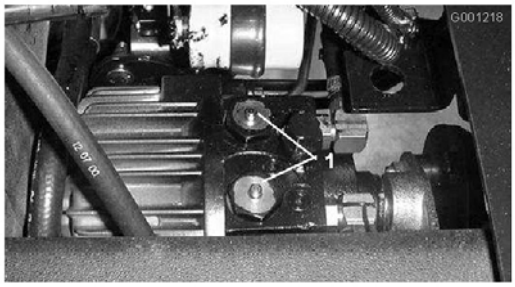

Figure 32
2. Appuyez sur les goupilles et maintenez-les enfoncées au centre des 2 clapets anti-retour en haut de la transmission (Figure 32) pendant que vous poussez ou remorquez la machine. Le siège et sa plaque de montage sont déposés sur Figure 32.